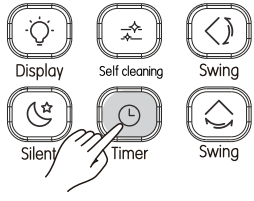

Figure 3.17
① Press (see Figure 3.17), and the remote controller will display "Timer off", and "0.0H" will appear in the timer area. Adjust the Timer Off settings now;
② Press to adjust the timer settings;
③ Once the adjustment is done, the timer information is sent to the indoor unit.
① Press (see Figure 3.17), and the remote controller will display "Timer On", and "0.0H" will appear in timer area. Adjust the Timer On settings now;